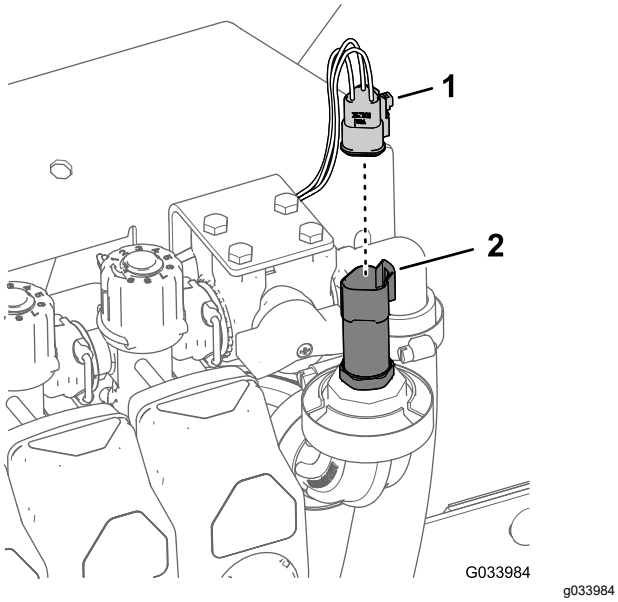

Rysunek 9
1. Odłącz złącze 3-gniazdowe przetwornika ciśnienia (Rysunek 9).